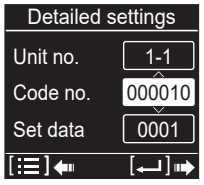

Fig. 7-3-4
(4) Keep pressing the ↵ button for 2 seconds or more during selecting “Code no.”. (Fig. 7-3-4)